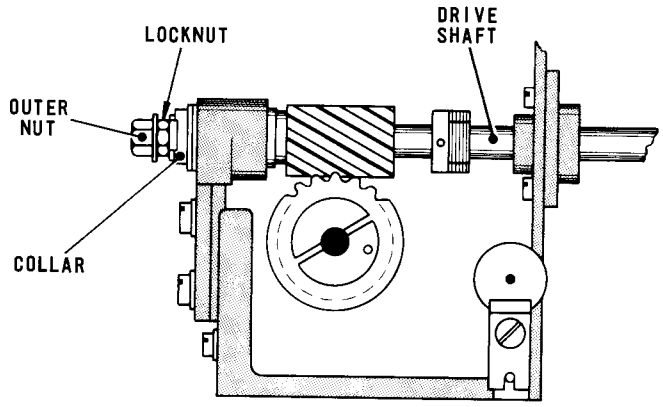

Fig. 4.9 SELECTOR DRIVE SHAFT
12.1 Check that the selector drive shaft, Fig. 4.9, is free to turn and that its end-play does not exceed .003 in.